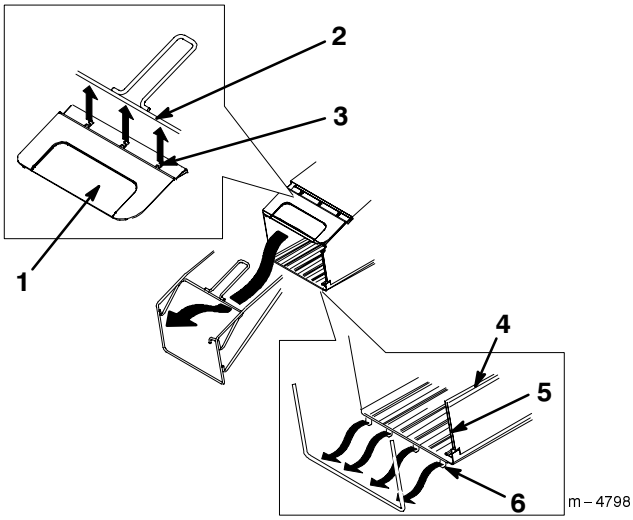

Figura 6
3. Agganciate la barra superiore del telaio ai tre attacchi rapidi sul coperchio del sacco come illustrato in Figura 6.
4. Inserite i due canali laterali ed il canale superiore del sacco raccoglierba sul telaio del sacco raccoglierba come illustrato in Figura 6.
5. Agganciate la barra inferiore del telaio ai quattro attacchi rapidi sulla base del sacco come illustrato in Figura 6.